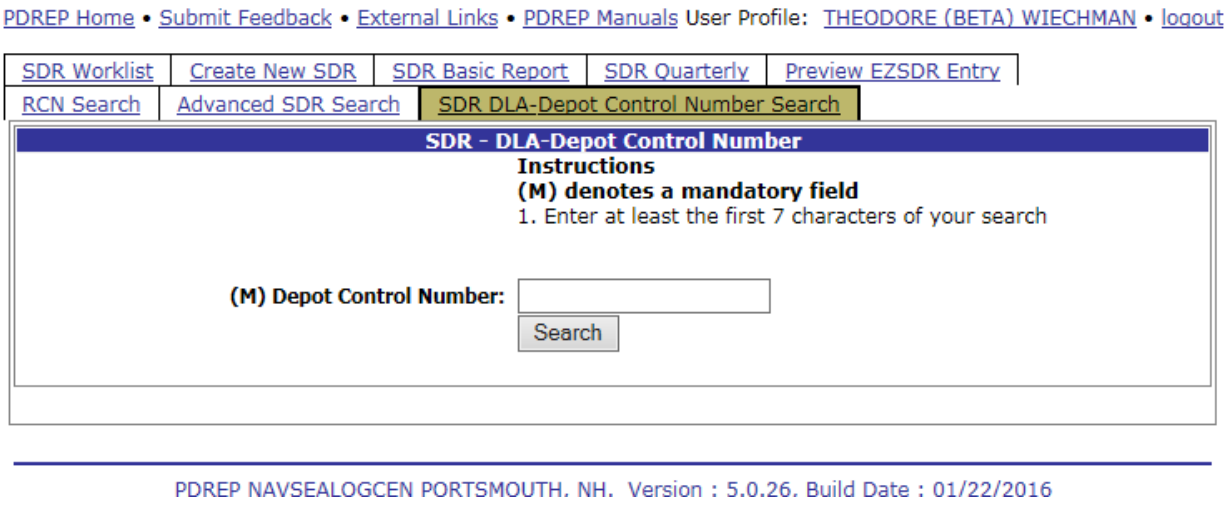

Figure 4.7
1. The Front of the SF-364 displays the traditional view created by the Originator. To view the Action Point's information (Figure 4.7) click on the View SF-364 (Back) or View SF-364 (Back)-HTML link.